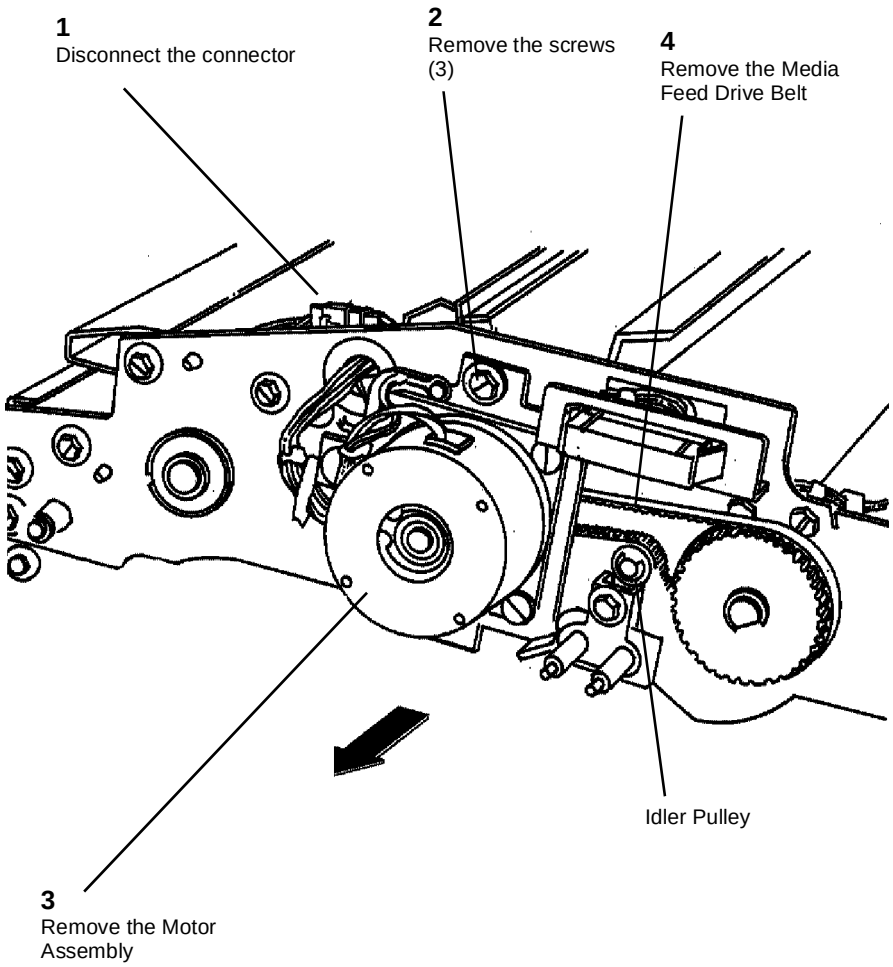

**Figure 1 Removing the Media Feed Drive Belt**
6. (Figure 1): Remove the Media Feed Drive Belt.